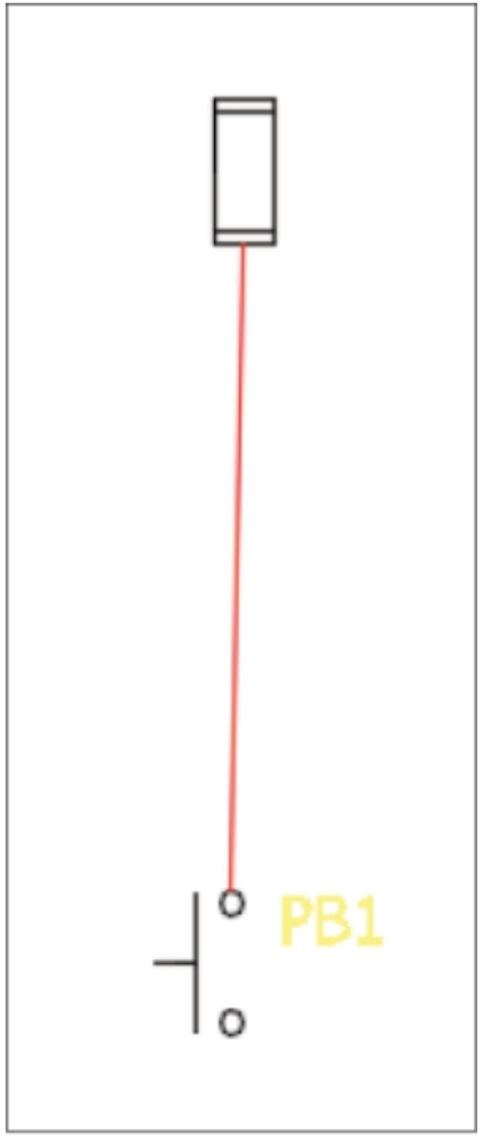

Figure-6. Components interconnected
- Select the second component. The wire will be created connecting both the components; refer to Figure-6.